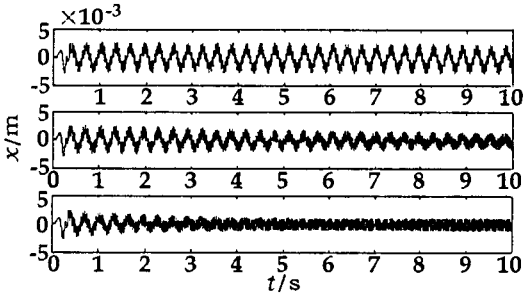

图 1　不同阻尼条件下振动机起动过程的振动响应曲线
由于式 (1) 无法用解析方法求解，为了定量描述系统起动的全过程，我们利用数值方法 ——Ruge-Kutta 法 [3] 对式 (1) 进行仿真. 取一台实际的振动机的参数为： $m=196\,\mathrm{kg}$, $m_0=4\,\mathrm{kg}$, $k=78\,000\,\mathrm{N/m}$, $e=0.05\,\mathrm{m}$, $\omega_e=157\,\mathrm{rad/s}$, $a_\theta=314\,\mathrm{rad/s^2}$, 仿真得到不同阻尼条件下振动机的振动响应曲线如图 1 所示.